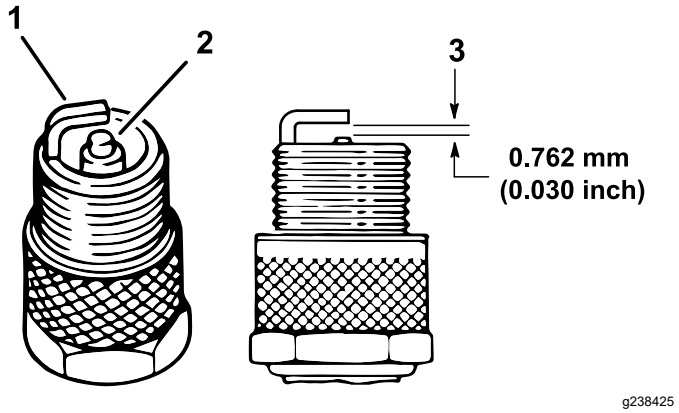

**Figur 34**
4. Kontroller sideelektrodens, midterelektrodens og midterelektrodens isolators tilstand for at sikre, at disse ikke er beskadiget (Figur 34).
5. Indstil gnistgabet mellem midten og siden af elektroderne til 0,762 mm som vist i Figur 34.